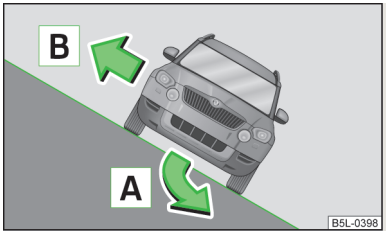

Fig. 114
If there is a risk your vehicle may tilt, steer immediately in direction of dip A and lightly depress the accelerator » Fig. 114.
If the vehicle comes to a standstill at a steep angle on a hillside and you and your passengers must exit the vehicle, then all the occupants should exit on the side facing up the hill B» Fig. 114.
- Before driving at an angle on a hillside A » Fig. 114, ensure that you can steer and maintain your trajectory. If you drive at an angle on a hillside and there is a risk your vehicle may tilt, steer immediately downhill on your trajectory and lightly depress the accelerator.
- In case the vehicle is stationary on a hillside at a steep angle, do not exit the vehicle when it is facing downhill. Always leave the vehicle carefully on the side facing downhill B » Fig. 114.